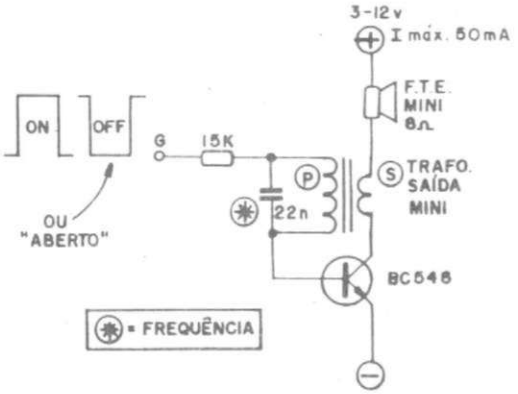

Fig.3
- **FIG. 3** - Outra idéia prática (e testada...) para "fazer um **buzzer**"... Trata-se de um circuitinho cuja principal característica é o elevado rendimento sonoro (levando-se em conta a exígua quantidade de peças...), além da possibilidade de se dotar o sistema de um terminal de "gatilho" (independente dos terminais de alimentação...). É um oscilador monotransistorizado (o BC548 admite um "monte" de equivalentes, na aplicação) por realimentação indutiva (proporcionada por um transformador de saída mini), que aciona diretamente um alto-falante mini (2 polegadas, por exemplo, ou daqueles ainda "menorzinhos", usados dentro dos fones de ouvido...). O arranjo funciona bem sob alimentação entre 3 e 12 volts (ampla faixa, portanto...) sob corrente máxima de 50mA (ainda modesta, para a maioria das aplicações...). A modificação da frequência de oscilação pode ser facilmente obtida pela alteração experimental do valor do capacitor original de 22n (marcado com asterísco, no diagrama). Se for desejado o terminal de controle ou "gatilho", basta deixar o resistor de 15K com um lado "solto" (ponto "G"), ao qual um nível "alto" (correspondente ao **positivo** da alimentação) determinará o "ligamento" do **buzzer**, enquanto que um nível "baixo" (negativo da alimentação) fará com que o sinal sonoro permaneça "desligado"... Se o Leitor/Hobbysta desejar um **buzzer** "direto" (apenas com os terminais polarizados de alimentação...), basta conetar a ponta "solta" ("G") do resistor ao "+"... São tão poucos (e pequenos...) os componentes, que as peças podem até ser coladas à traseira do pequeno alto-falante, formando um conjunto compacto, de fácil instalação e utilização. Nesse caso, as ligações poderão ser feitas "em aranha", terminal a terminal... Os mais "caprichosos" poderão **leiautar** uma plaquinha específica do Circuito Impresso para o CIRCUITIM, colando esta à retaguarda do alto-falante mini, após a soldagem dos componentes... Algumas informações complementares: usando-se o **buzzer** com o terminal de controle ("G"), o consumo em **stand by** ("gatilho" não autorizado...) é praticamente "zero", subindo para 30 a 50mA, dependendo da tensão de alimentação (entre 3 e 12V) quando o "gatilho" for acionado. O terminal de controle "aceita" bem o comando proveniente de saídas de **gates** C.MOS ou TTL, ou ainda o acionamento por circuitos de coletor de transístores, **push-buttons**, etc.